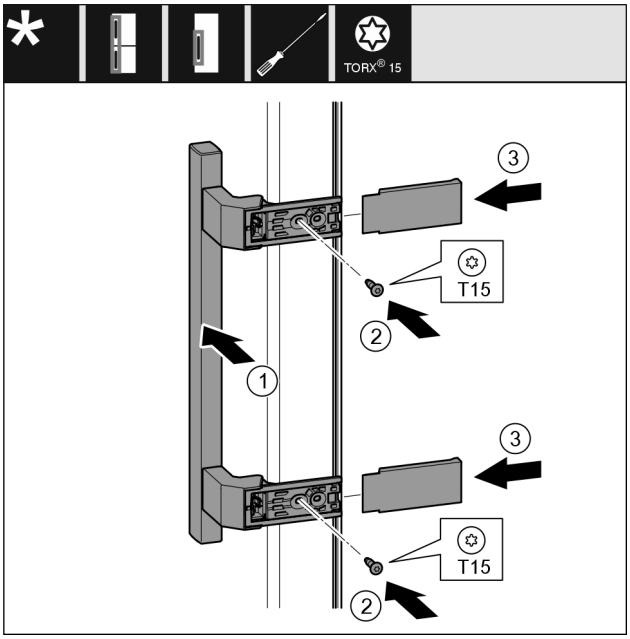

Fig. 20
- ▶ Установите ручку *Fig. 20 (1)* на противоположной стороне.
- ▶ Затяните винты *Fig. 20 (2)* отверткой.
- ▶ Установите крышки *Fig. 20 (3)* сбоку и надвиньте их.